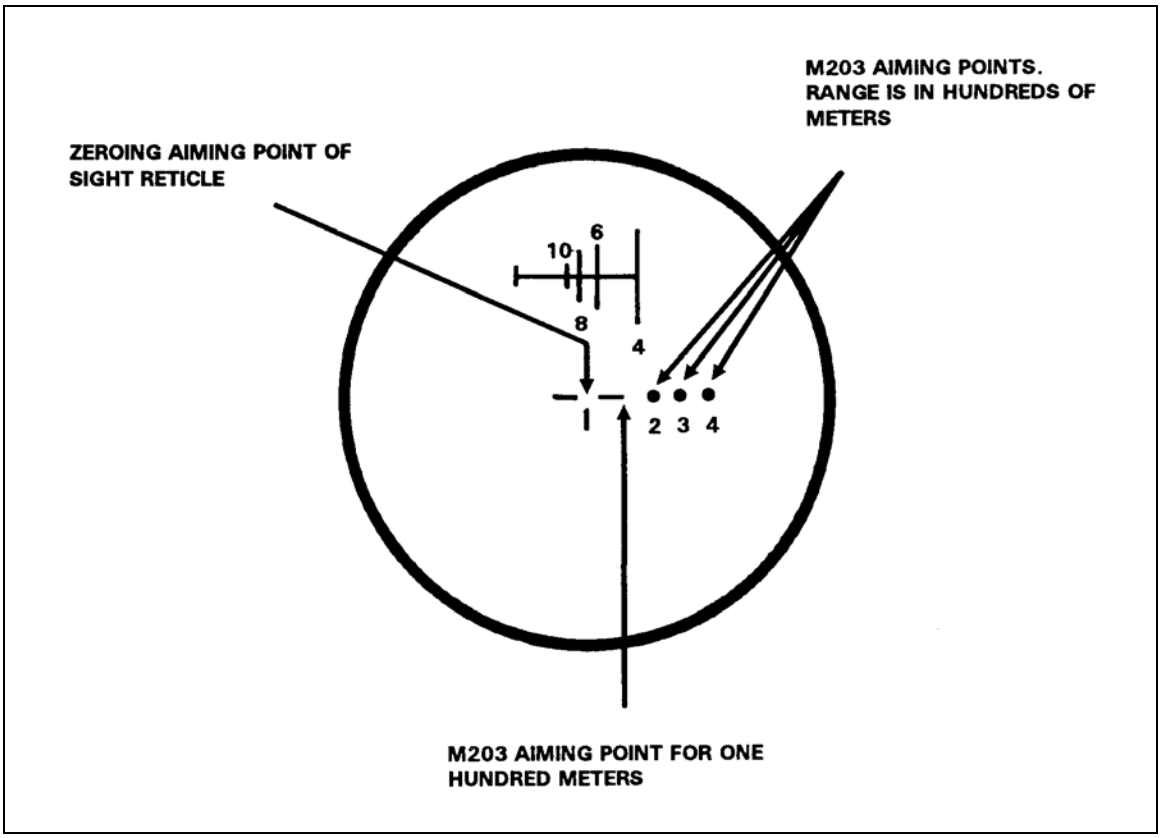

Figure 5-24. Aiming points.
a. **Center the Reticle Pattern**. Use the aiming points on the nightsight reticle (Figure 5-24, page 5-34) and the range settings on the mounting bracket. Center the nightsight's reticle pattern within the field of view (FOV). Note that it may not be centered even if it appears to be. To ensure it is, rotate the azimuth control knob either way until it stops. Then, rotate it back the opposite way, counting the number of clicks until it stops again (this may be any number of clicks between 200 and 600). Divide the number of clicks in half and rotate the knob in the original direction by that number of clicks. For example, if the total number of clicks is 500, rotate the knob back 250 clicks in the original direction. Center the elevation using the same procedure with the elevation control knob. The total amount of elevation clicks also varies between 200 and 600.